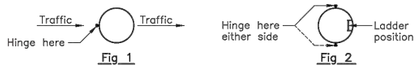

Fig 1 Fig 2
7. Manhole covers in the road shall be constructed so that the cover hinge is facing the oncoming traffic. (Refer Fig 1)